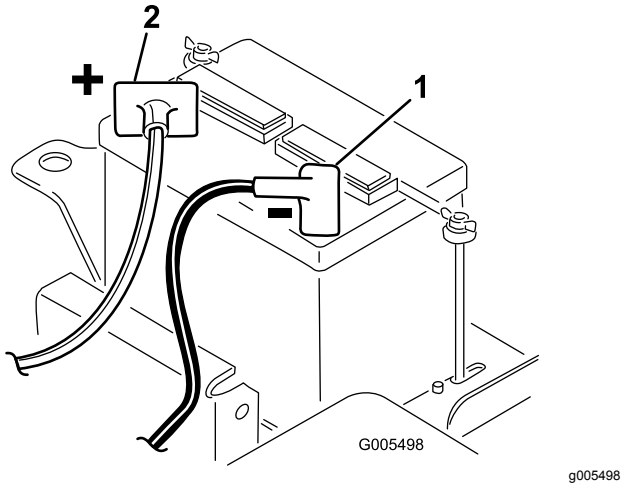

**Figur 5**
2. Kople de positive batterikablene (røde) fra startsolenoiden til den positive polen (+) på batteriet (Figur 5). Fest dem med en skrunøkkel, og dekk polene med vaselin. Pass på at kabelen ikke ligger over setet (i den bakerste stillingen), da dette vil resultere i slitasje eller skade på kabelen.